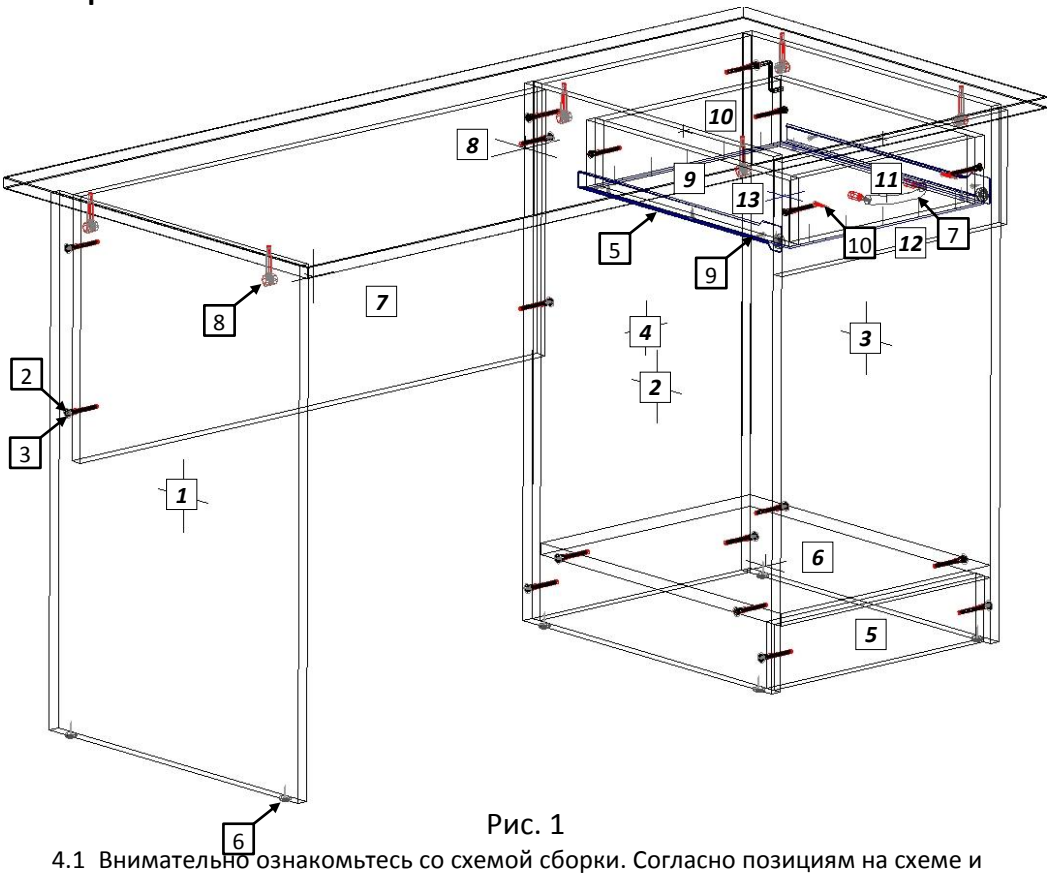

Рис. 1
4.3 Евровинтами (2), как показано на рис. 1, соедините боковые стенки стола [1,2,3] с вертик. стенками [4,7], горизонтальной стенкой [6] и цоколем [5]. Установите крышку. Затяжка соединения производится путём поворота эксцентриков до упора в направлении стрелки, выштампованной на корпусе стяжки.